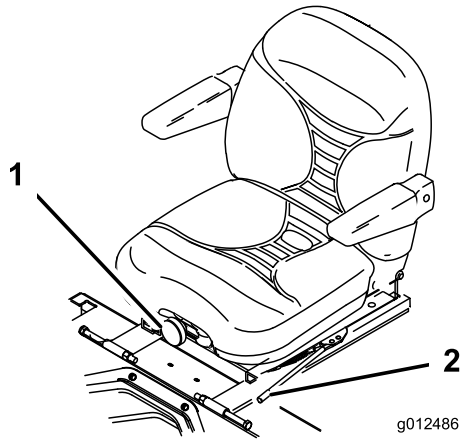

Figuur 21
1. Om de bestuurdersstoel in te stellen, moet u de instelhendel zijwaarts bewegen. Hiermee ontgrendelt u de stoel (Figuur 21).
Om de stoel te verstellen, draait u de knop in een van beide richtingen om de meest comfortabele stand te verkrijgen (Figuur 21).